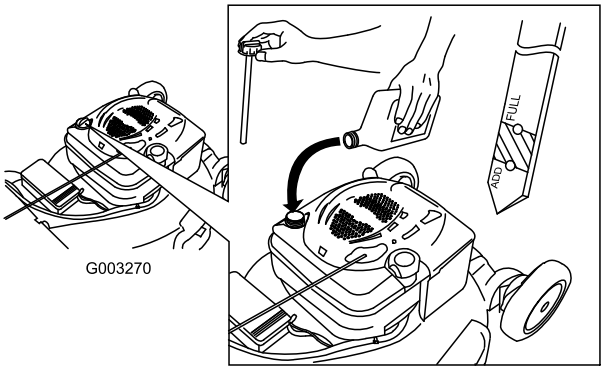

Figur 11
1. Ta ut oljestickan, torka av den och sätt sedan tillbaka den ordentligt (Figur 11).
2. Ta ut oljestickan och kontrollera oljenivån (Figur 11). Om oljenivån är under markeringen Add på oljestickan, fyller du **långsamt** på olja i påfyllningsröret så att nivån höjs till markeringen Full. **Fyll inte på för mycket.** (Maximal påfyllning: 0,59 l, typ: SAE 30W renad olja med API-klassificering SF, SG, SH, SJ, SL eller högre.)